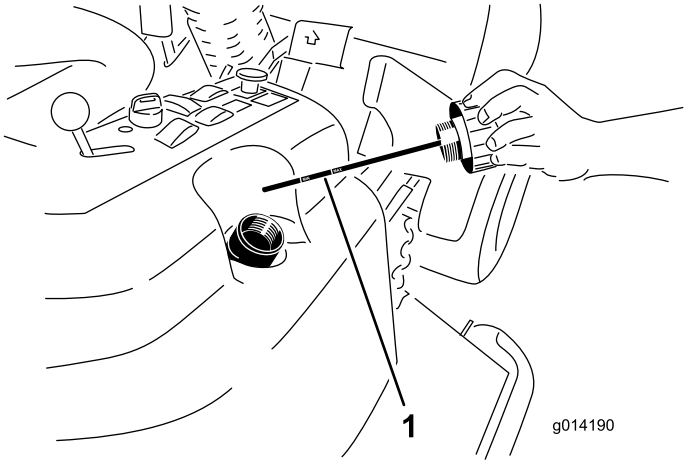

Рисунок 40
4. Снимите крышку заливной горловины бака гидравлической жидкости (Рисунок 40).
5. Извлеките масломерный щуп и протрите его чистой ветошью (Рисунок 40).
6. Вставьте масломерный щуп в заливную горловину до отказа; затем извлеките его и проверьте уровень жидкости (Рисунок 40).